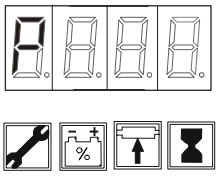

Fig. 13
- Drücken Sie [S18] nieder, bis “P” angezeigt wird, lassen Sie danach [S18] los. Fig. 13